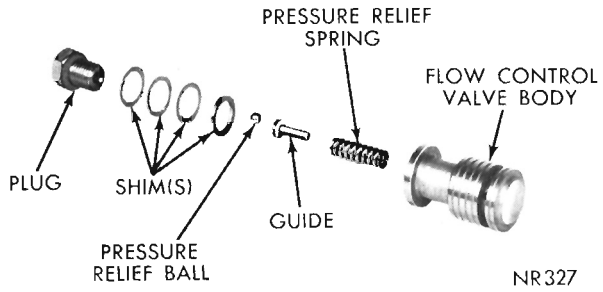

Fig. 36—Flow Control Valve Disassembled View
(1) Insert spring, guide and pressure relief ball in end of flow control valve (Fig. 36).
(2) Install hex head ball seat using the same number and thickness shims as were removed. Tighten to 50 inch-pounds.
(3) Lubricate valve with power steering fluid and insert flow valve spring and valve in bore. Install new "O" ring on bore plug, lubricate with power steering fluid and carefully install into bore. Install snap ring. **CAUTION: Do not depress the bore plug more than 1/16 inch beyond snap ring groove.**